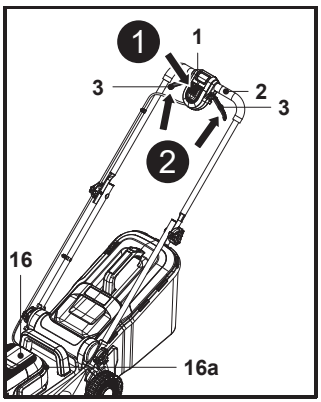

**Fig. 16**
**NOTA:** A máquina só pode ser iniciada premindo o botão do interruptor de segurança (1) e pressionando as alavancas de arranque (3). Não é possível iniciar a máquina invertendo os passos.
1. Levante a tampa magnética (15c), abra a tampa do compartimento da bateria (15) e, em seguida, insira totalmente a bateria (24).
2. Feche cuidadosamente a tampa do compartimento da bateria (15).
3. Mantenha-se atrás da pega (2).
4. Mantendo o botão do interruptor de segurança (1) premido, puxe as alavancas de arranque (3) na direção da pega (2) e mantenha-as nessa posição (Fig. 16, passos 1, 2).
5. Após o arranque do corta-relva, liberte o botão do interruptor de segurança (1).
6. A capacidade real da bateria será apresentada no visor da bateria (16a) na parte posterior da cobertura do motor (16).